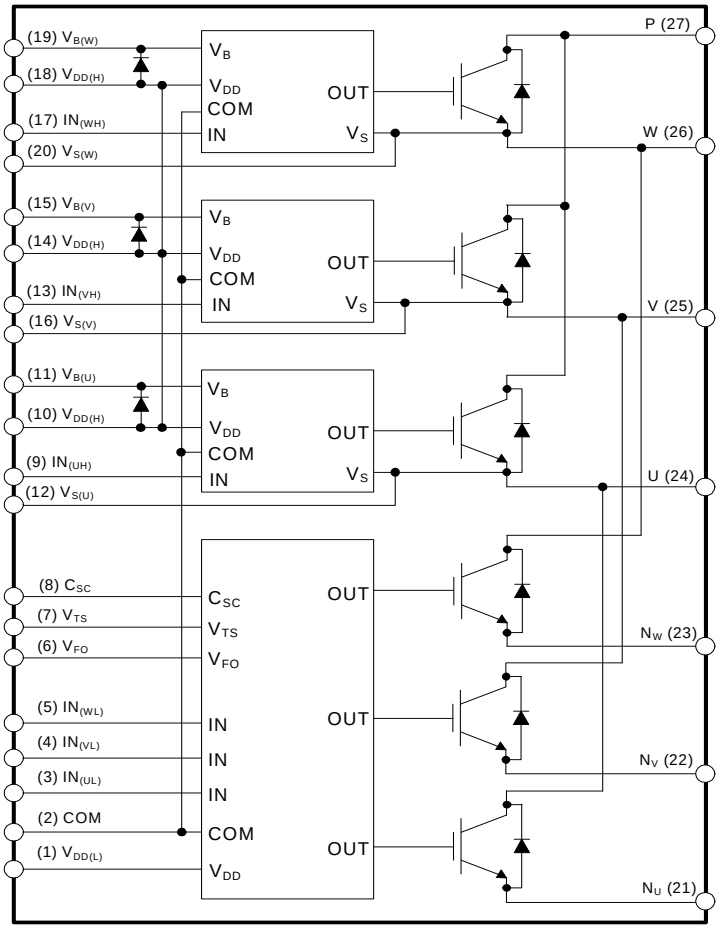

**Figure 3. Internal Block Diagram**
- 600 V - 50 A IGBT inverter for three-phase DC / AC power conversion (Please refer to Figure 3)